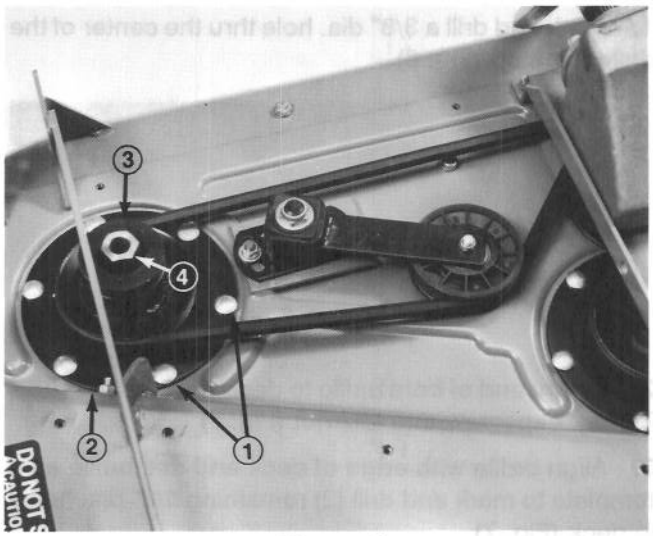

Figure 4
5. Remove six carriage bolts and flange nuts securing spindle housing assembly and support ring to cutting unit (Fig. 4). Slide spindle housing assembly out bottom of cutting unit.